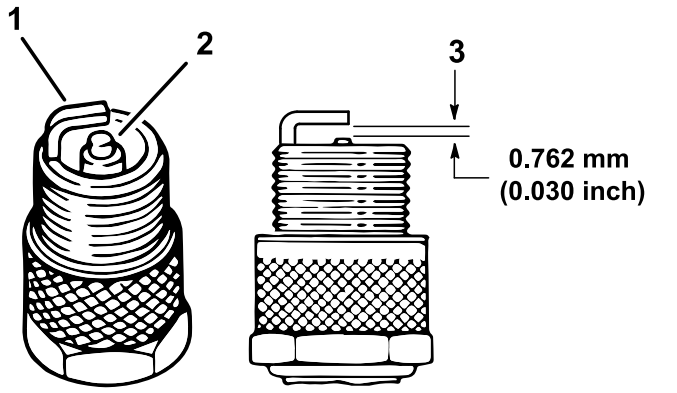

Figuur 35
4. Controleer de staat van de massa-elektrode, de centrale elektrode en de isolator van de centrale elektrode op beschadigingen (Figuur 35).
5. Zorg ervoor dat de elektrodenafstand tussen de centrale elektrode en de massa-elektrode 0,762 mm bedraagt; zie Figuur 35.